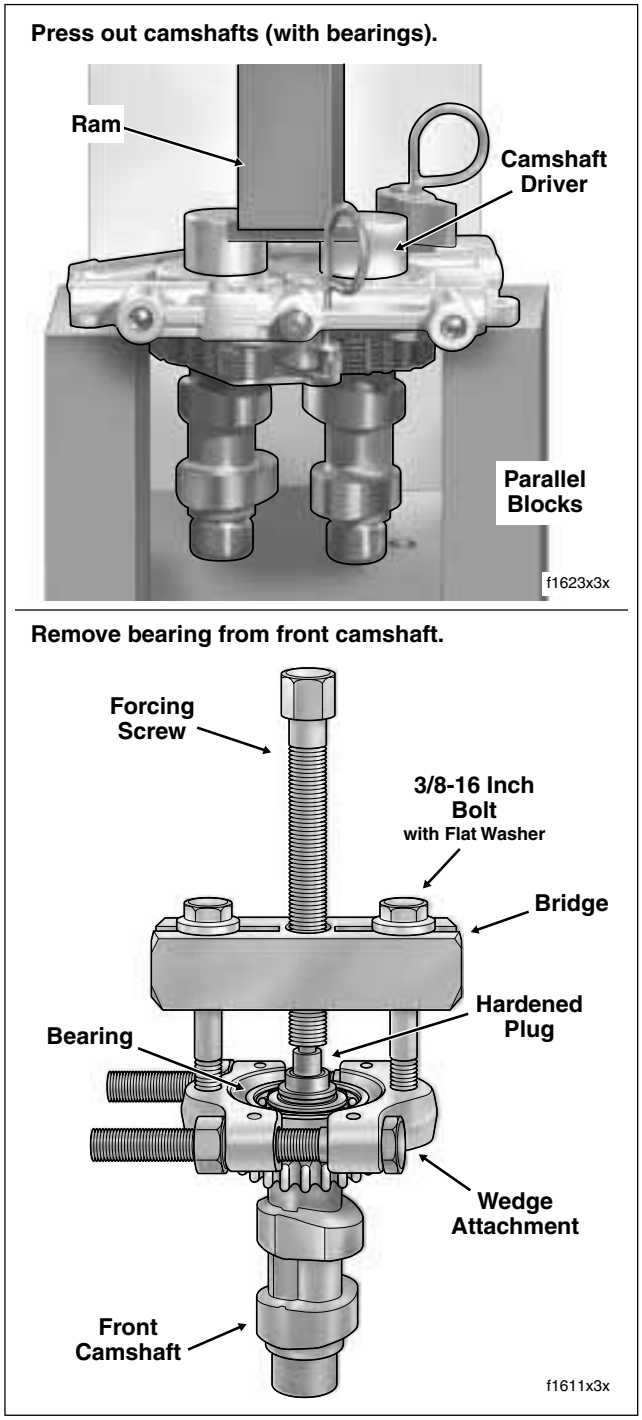

Figure 3-107. Remove Camshafts/Front Cam Bearing
7. Fit cups of camshaft driver over ends of front and rear camshafts, so that contact is made with the bearing inner races. Centering driver under ram at a point midway between the camshafts, simultaneously press both camshafts (with attached bearings) from the cam support plate. See upper frame of Figure 3-107.
f. Verify that the tool assembly is square so that the bearing is not cocked during removal. See lower frame of Figure 3-107. Turn forcing screw until bearing is pulled free of camshaft. Discard bearing.